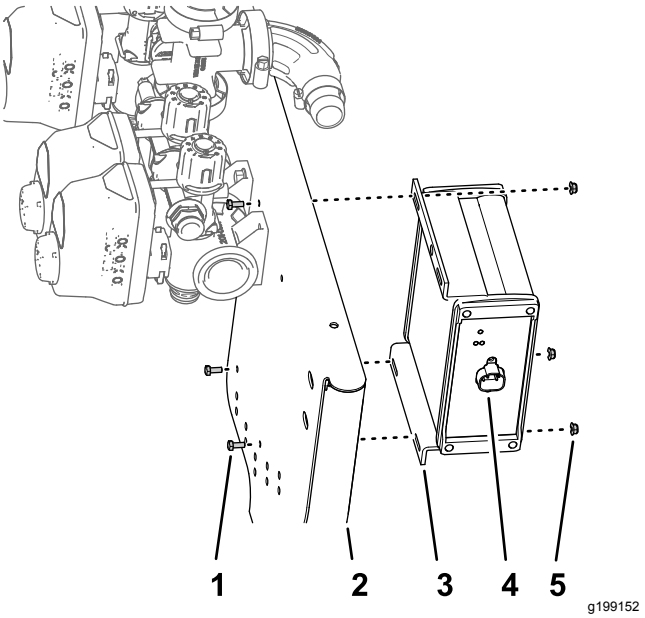

Figuur 96
1. Plaats de ASC 10 spuitbediening aan de voorzijde van de klepbevestiging, met de stekker met 4 pinnen naar buiten (Figuur 96).
2. Monteer de spuitbediening op de klepbevestiging (Figuur 96); gebruik hierbij de 3 bouten (3 x 10 mm) en 4 flensborgmoeren (4 mm).